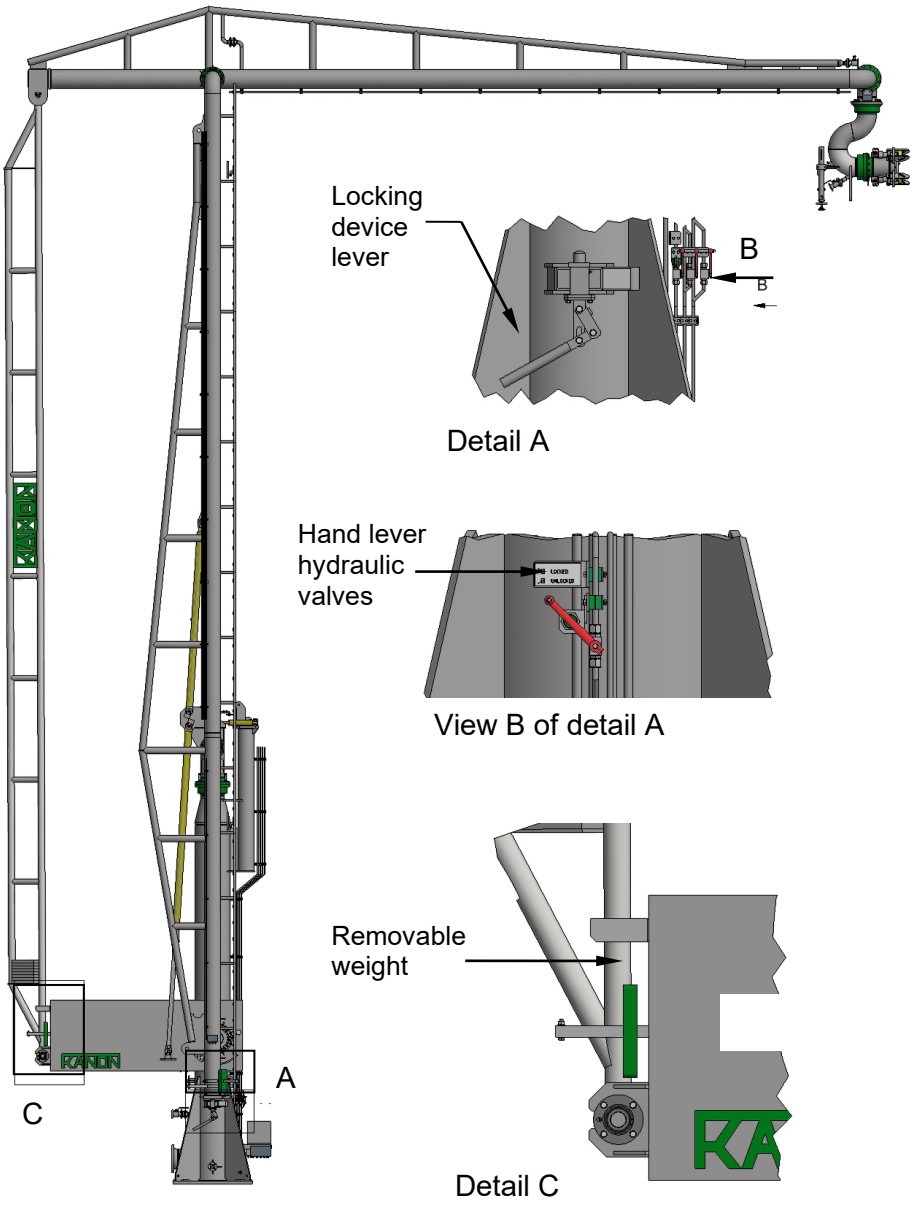

Figure 1
4. Maneuver the outboard arm in maximum out/up position, see Figure 1.
1. Start the procedure with MLA in stored position, with mechanical locking devices locked (Hand levers of locking devices in upwards position, Figure 1, detail A).
2. Maneuver with a cherry picker the outboard arm in maximum outwards/upwards position, see Figure 1.
5. Square bar is situated at the end of counterweight (Figure 1, detail C). If two counterweights are used, divide the weights over left and right counterweight.